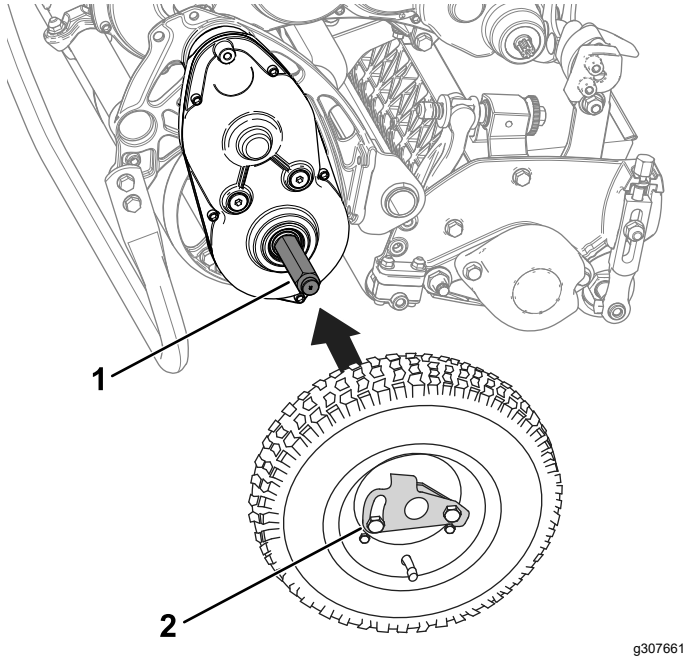

Rysunek 21
2. Nasuń koło na oś (Rysunek 21).
3. Odwróć zacisk blokujący koło (Rysunek 21) od środka koła, umożliwiając jego dalsze wsunięcie na oś.